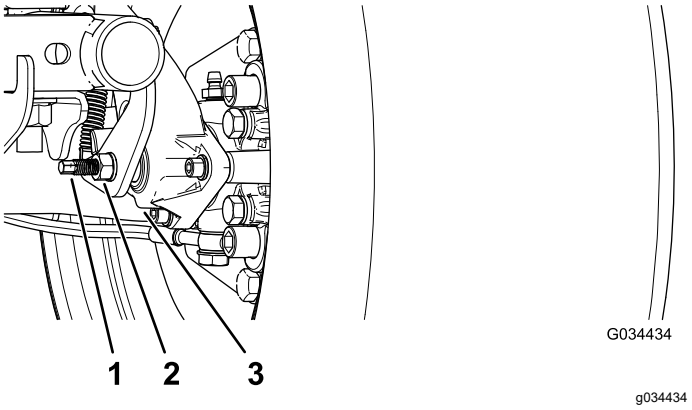

Figur 54
3. Använd två skiftnycklar. Håll justeringsstaven på bromsoket på plats med den ena skiftnyckeln och lossa kontramuttern ett kvarts varv med den andra (Figur 54).
4. Håll justeringsstaven och kontramuttern på plats. Vrid justeringsstaven inåt för att dra åt (Figur 54).
5. När justeringsstaven och kontramuttern sitter på plats lossar du ett kvarts varv (Figur 54).
6. När justeringsstaven och kontramuttern sitter på plats drar du åt kontramuttern (Figur 54).